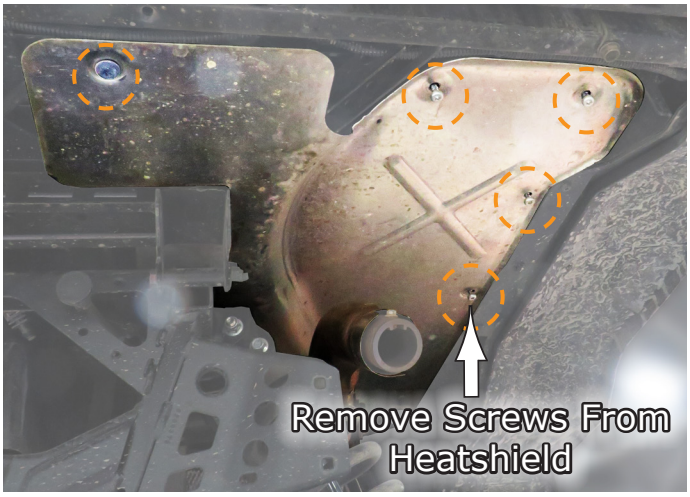

Fig.1a
1.The first thing you need to do is **Remove** the **Screws** holding the **Heat Shield** on under the rear bumper area as shown in **Fig.1a-b**. You don't have to remove the heat shield, just the screws so you can pull it down a little for better access. See **Fig.1a-b**.